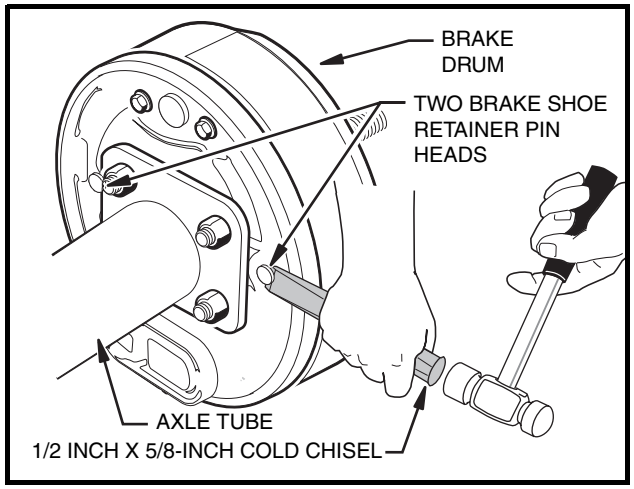

Figure 6-2 Shoe Retainer Pins
- 4.2. Insert a 1/2 x 5/8-inch cold chisel under the head of each pin and shear them off as illustrated **(Figure 6-2, Page 6-2)**. This will release the shoes from the backing plate, allowing them to pivot away from the inside of the brake drum and allow the brake drum to be pulled free. After completing step 5, skip step 6.